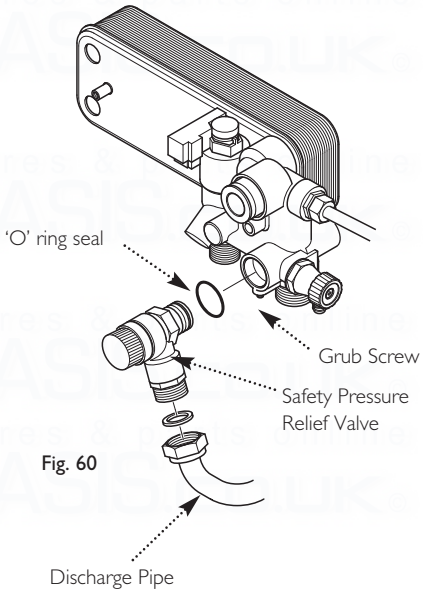

Fig. 60
13.15 Safety Pressure Relief Valve (Fig. 60)